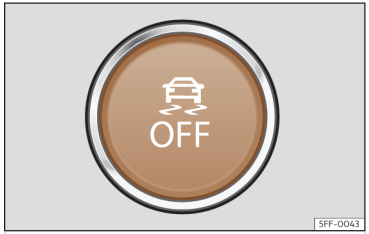

Fig. 119 En la parte inferior de la consola central: botón para conectar/desconectar el ESC
- El TCS se puede desconectar y conectar mediante una pulsación corta en el botón de la consola central >>> **fig. 119**.
- El ESC en modo "Sport" se puede desconectar y conectar mediante una pulsación corta en el botón de la consola central >>> **fig. 119**.
- El ESC se puede desconectar y conectar mediante una pulsación larga en el botón de la consola central >>> **fig. 119**.